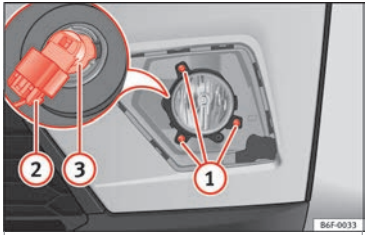

Fig. 115 Fog light: remove the bulb holder
2. Remove the 3 screws ››› **Fig. 115** (1) and remove the fog light.
3. Remove the bulb connector (2).
4. Turn the bulb holder (3) to the left and pull.